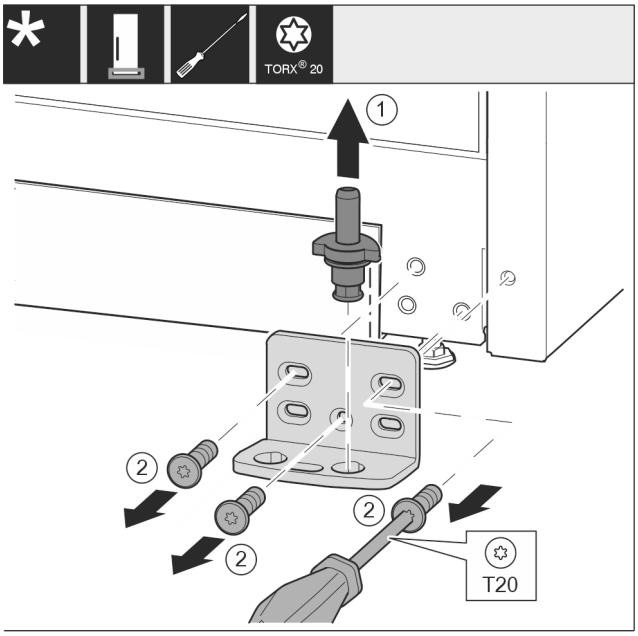

*Fig. 29*
- ▶ Lagerbout *Fig. 29 (1)* volledig naar boven toe wegtrekken.
- ▶ Schroeven *Fig. 29 (2)* met schroevendraaier er uit draaien en het lagerbok wegnemen.